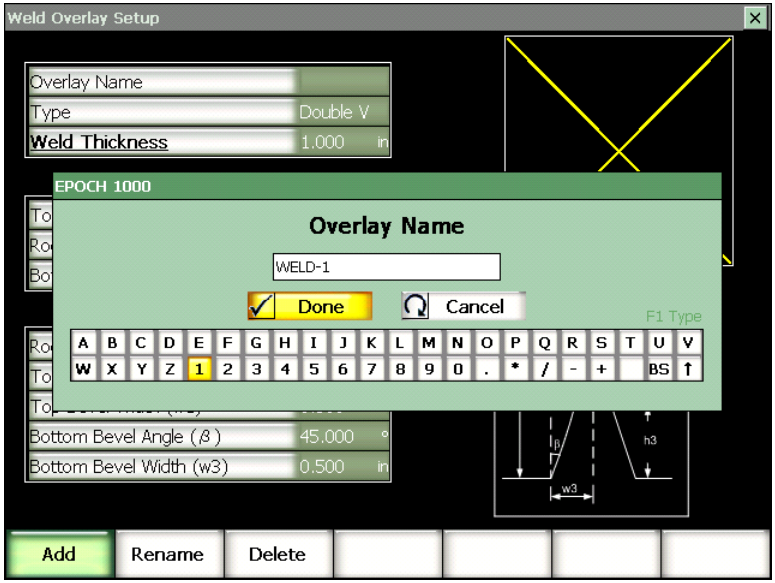

Figure 18-35 Adding the Overlay Name
3. Select **Overlay Name**, and then press **Add** (see Figure 18-35 on page 474).
4. Name the overlay using the virtual keypad (see Figure 18-35 on page 474).